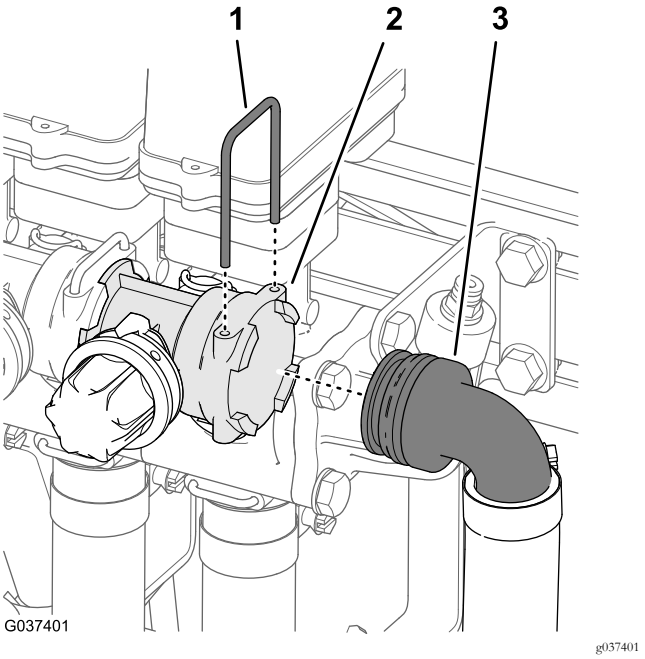

Figuur 29
3. Verwijder de borgclip waarmee de slangfitting van 90° aan het uiteinde van de omloopklep voor de rechterspuitboomklep is bevestigd (Figuur 29).
4. Verwijder de slangfitting van 90° van de omloopklep (Figuur 29).